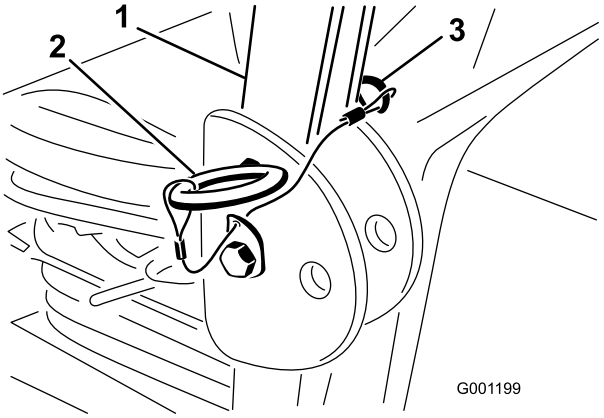

**Figuur 8**
1. Maak de R-pennen los en verwijder de twee pennen van de rolbeugel (Figuur 8).
2. Klap de rolbeugel omhoog, plaats de twee pennen en zet deze vast met de R-pennen (Figuur 8).